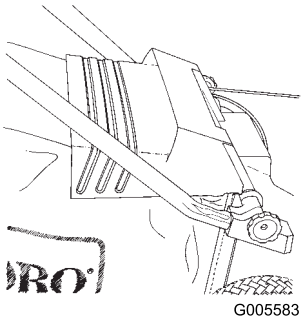

Figuur 16
3. Laat het deurtje sluiten over de graszak (Figuur 16).